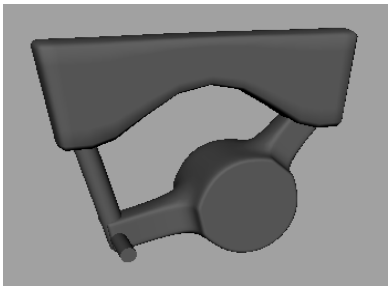

Figure 2-93 *The parts aligned with base in the front-Z viewport*
19. In the window, enter **2** in the **Division levels** edit box and then choose the **Smooth** button; the geometry of *truck* is smoothened. Next, align *truck*, *base, bolt* and *bolt1* in all viewports using **Move Tool**, **Rotate Tool**, and **Scale Tool** uniformly, refer to Figure 2-93.